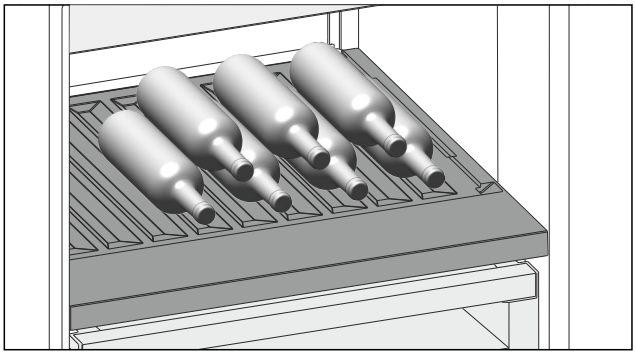

Fig. 130 Beispielhafte Darstellung
▶ Flaschen mit dem Boden nach hinten zur Rückwand einlegen. (siehe Fig. 130)